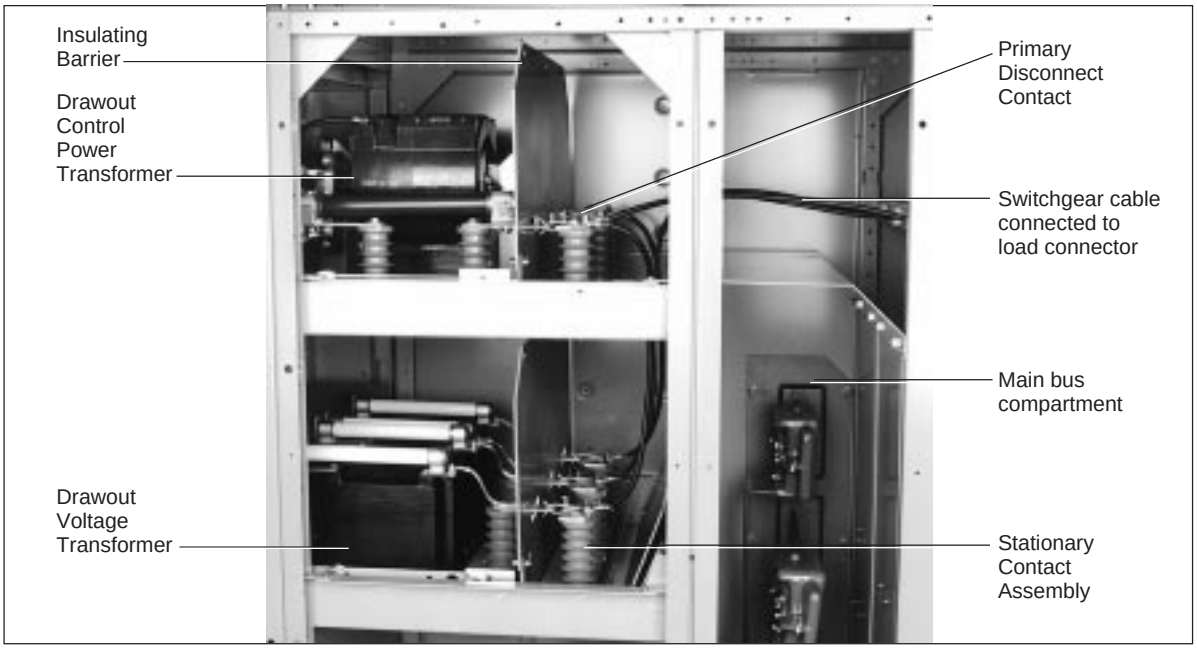

Figure 14: Drawout units in connected position
The voltage transformer (VT), control power transformer (CPT), and fuse drawout units are self-contained drawers (figure 14) that roll on two sliding extension rails from the disconnected to the connected position. The drawer front panel is recessed behind the front door in the connected position. It is held in place by two thumbscrews.
An insulating barrier (figure 14) divides the compartment. The stationary contacts (figure 14) and associated high voltage parts are mounted behind the barrier. Floating, self-aligning line contacts engage the moving contacts as the drawer is inserted into the connected position. As the drawer is withdrawn, a static ground contact mounted on top of the compartment grounds the primary connection.
Drawout Control Power Transformer—The control power transformer (CPT), shown in figure 14, supplies control voltage for circuit breaker closing, capacitor trip charging, and miscellaneous station auxiliary power functions. The transformer is sized for the specific order requirements. Do not add arbitrary non-specified loads after installation. The maximum capacity of the CPT in a drawout unit is 15 kVA.